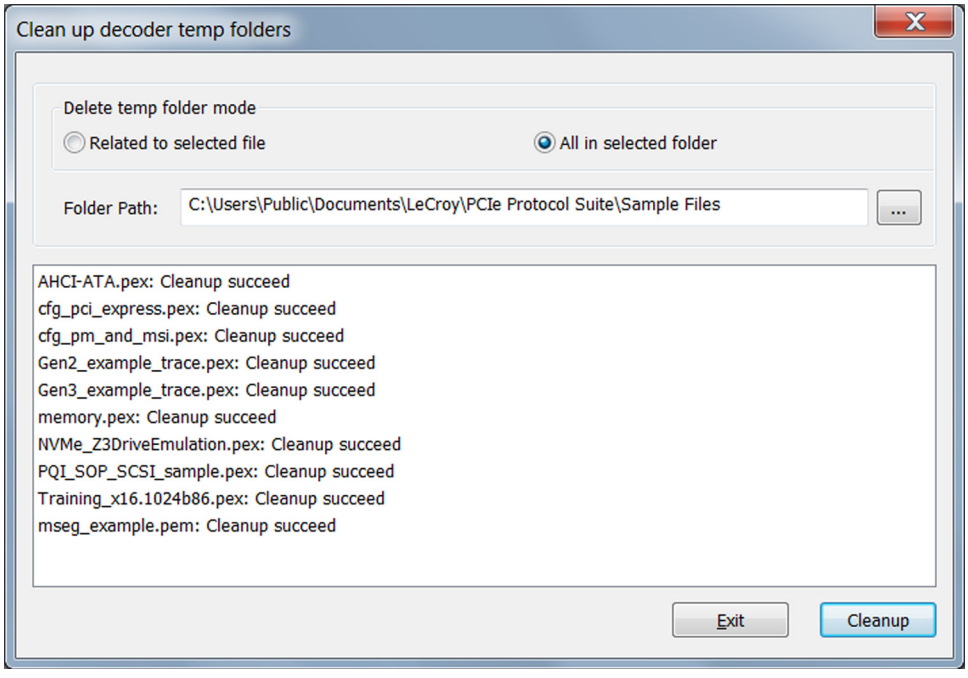

Figure 4.9: Results of Running Clean Up Command
10. With the files closed, the Clean Up Dialog will respond as shown below (see Figure 4.9).